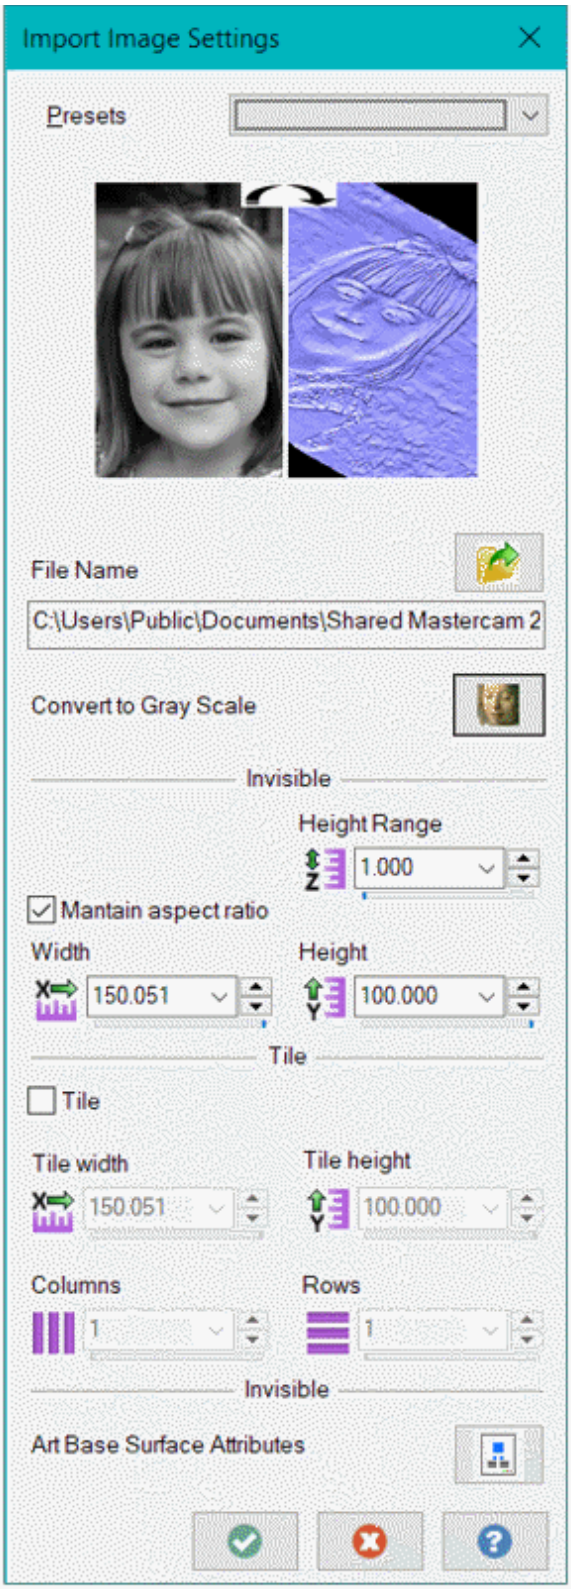

Figure-6. Import Image Settings dialog box
- Click on the **OK** button from the dialog box. The **Import Image Settings** dialog box will be displayed; refer to Figure-6.